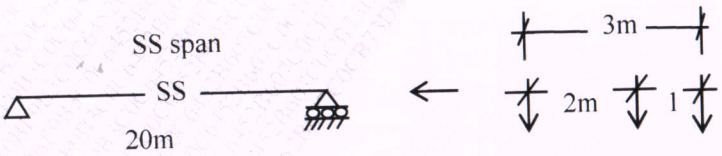

Fig .4 Load train
Q.5 Consider a 20 m simply supported span and a load train passing on it from right to left as shown in fig.4. calculate: Absolute maximum bending moment for the span; maximum bending moment at a distance of 8m from the left hand support; and the maximum bending moment possible under the leading load.